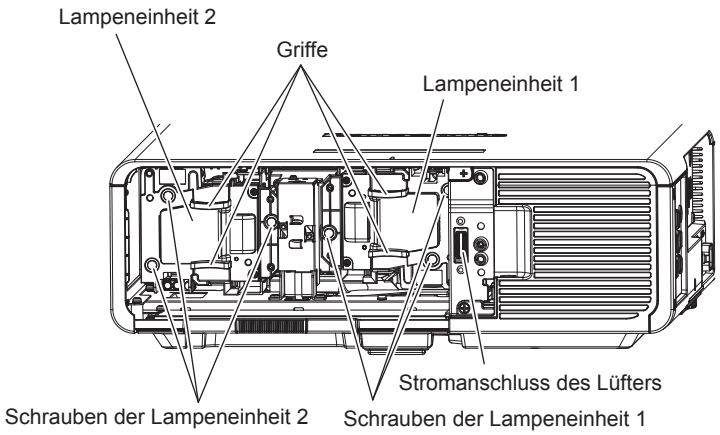

Abb. 2
**3) Entfernen Sie die Lampeneinheit. (Abb. 2)**